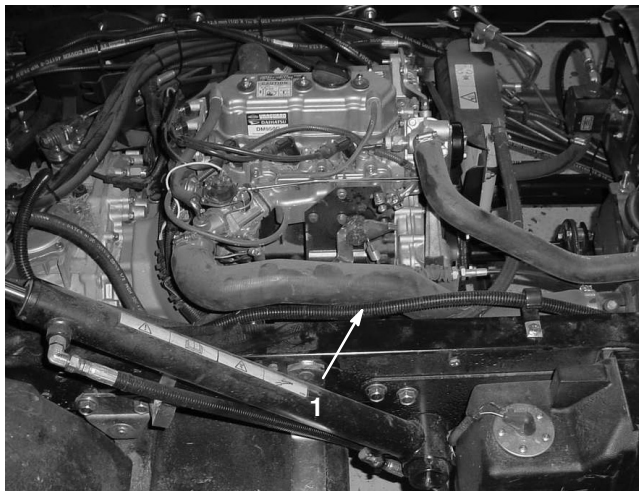

Bild 22
9. Verlegen Sie den Kabelbaum entlang der Rahmenschiene zur Oberseite des Getriebes (Bild 22).